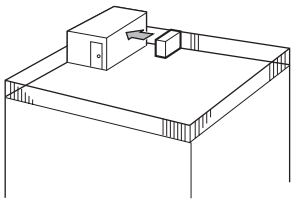

Fig. 2-2
① Positionner la sortie d'air vers le mur le plus proche et à environ 50 cm (19-11/16") de celui-ci. (Fig. 2-2)